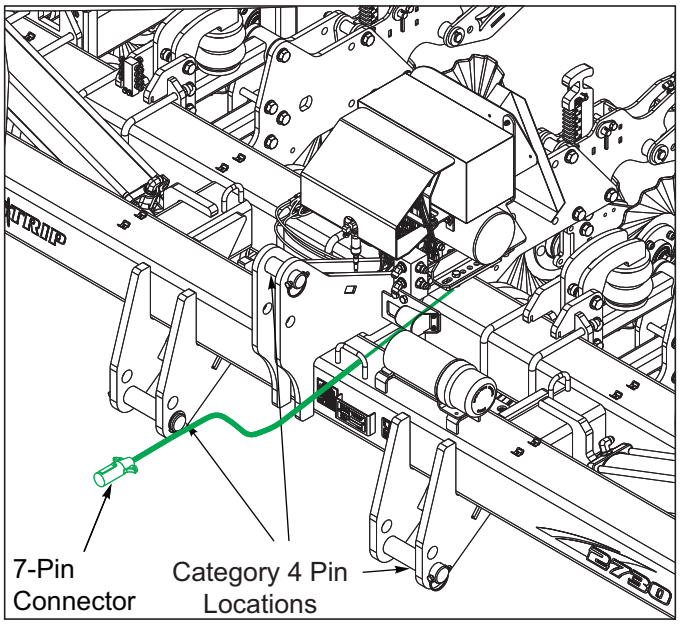

Figure 4-1: Attaching Vertistrip to Tractor
3. Connect the tractor 3-point lift arms to the lower hitch pins ***See Figure 4-1***. If using a quick hitch, ensure that the pins lock securely.
5. Plug the safety lights into the seven pin connector on the tractor ***See Figure 4-1***.